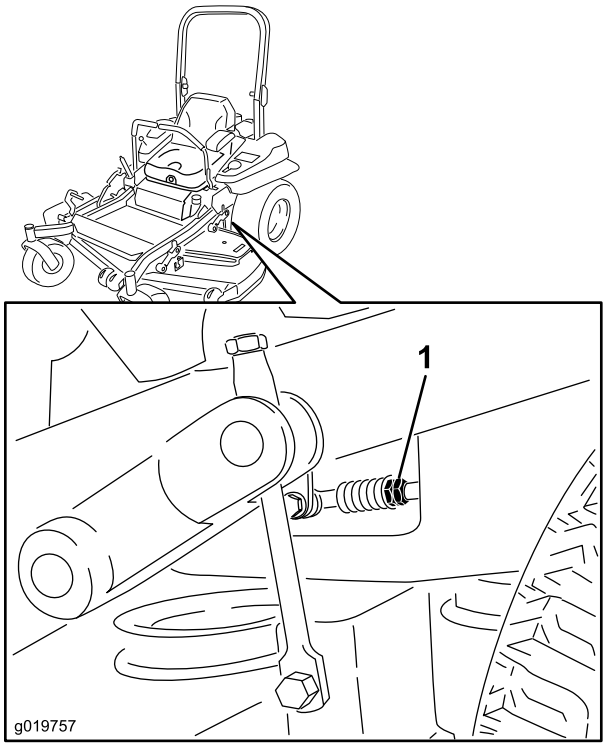

Figur 79
7. Flyt bevægelseshåndtagene ind til neutralposition. Juster pumpekontrolstangens længder ved at dreje dobbeltmøtrikkerne på stangen i den relevante retning, indtil hjulene kryber en smule i bakgear (Figur 79). Flyt bevægelseshåndtagene til bakpositionen, mens der påføres et let tryk på håndtaget, så omstyringsindikatorfjedrene bringer håndtagene tilbage til neutral position. Hjulene skal holde op med at dreje eller krybe en smule i bakgear.